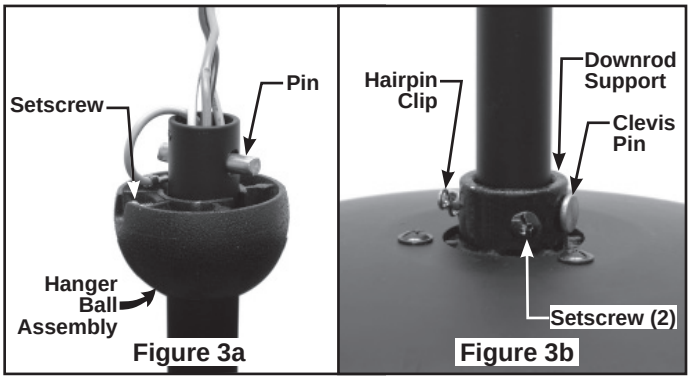

Figure 3a Figure 3b
6. Remove the Hanger Ball by loosening the setscrew in the Hanger Ball until the ball falls freely down the Downrod. (Figure 3a) Remove the Pin from the Downrod, then remove the Hanger Ball. Retain the Pin and Hanger Ball for reinstallation in Step 9.